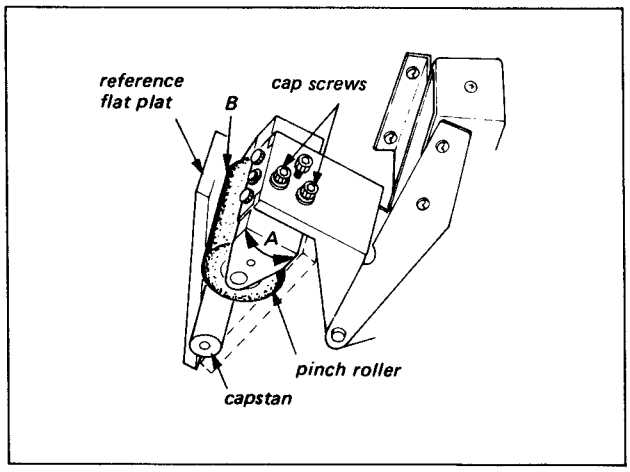

Fig. 8-1. Pinch roller azimuth adjustment
2. Loosen the two cap screws shown in Fig. 8-1. Adjust the Pinch Roller by moving it in the direction "A".